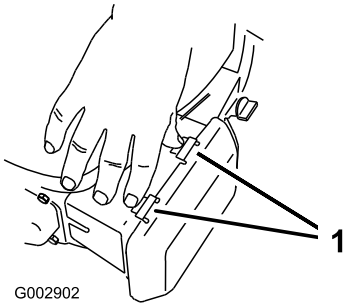

Figur 36
1. Tryck ned spärrhakarna på luftrenarkåpan (Figur 36).